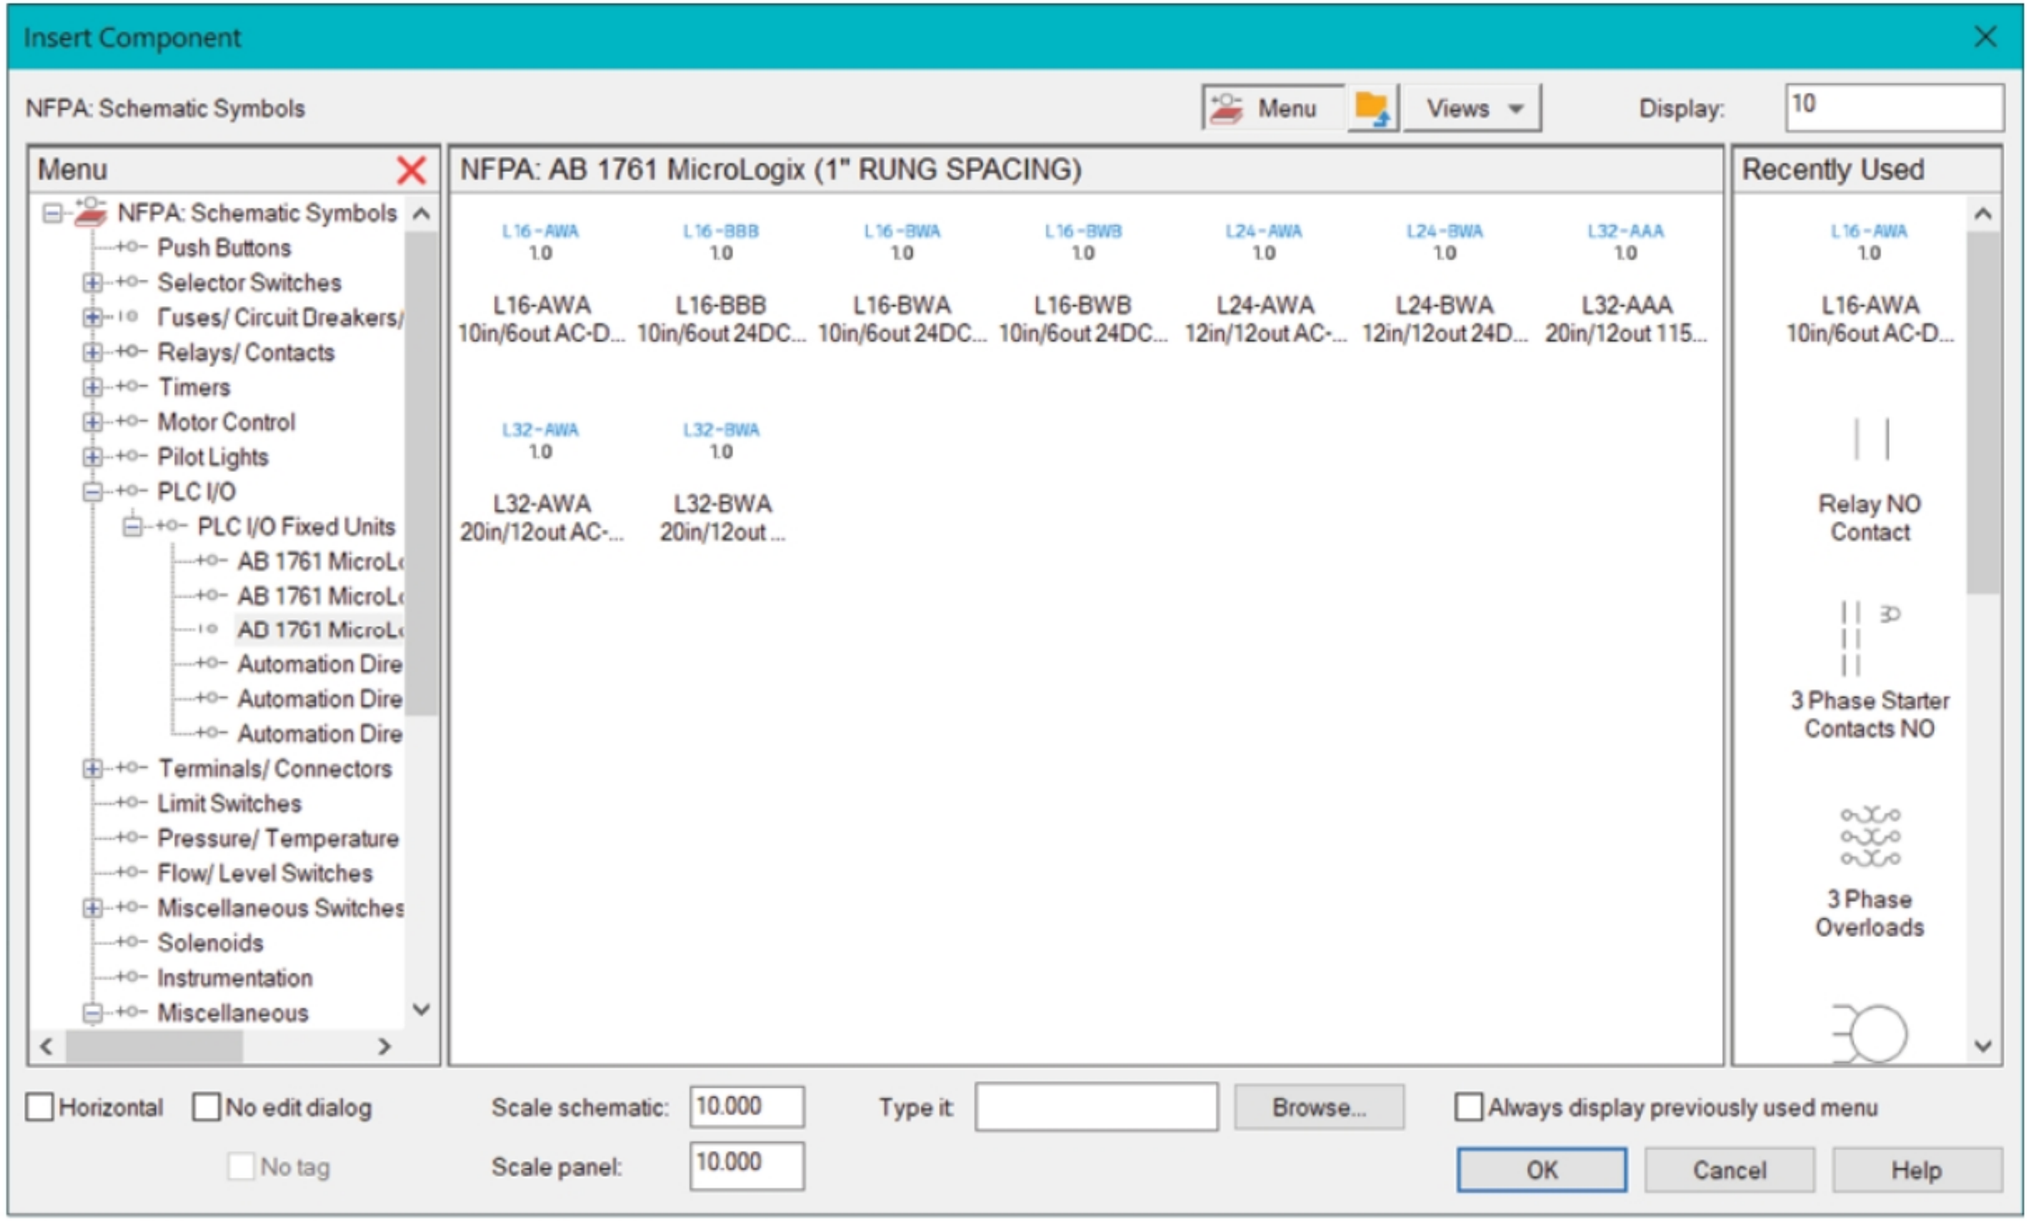

Figure-51. Insert Component with PLCs listed
- Click on the **AB 1761 Micrologix (1" Spacing)** category from the dialog box. The list of **PLCs** will be displayed; refer to Figure-51.